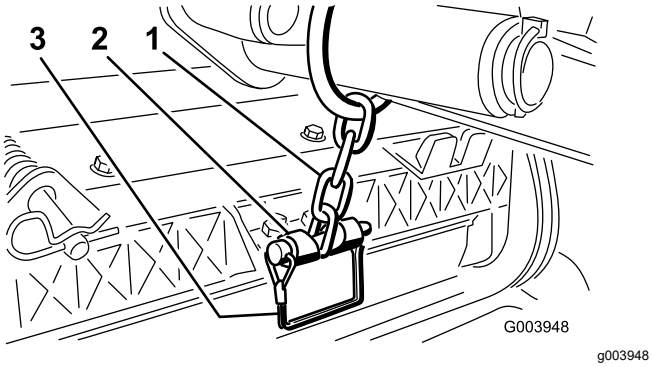

Rysunek 13
12. Przymocuj łańcuch ramienia podnoszącego do mocowania łańcucha za pomocą zamka (Rysunek 13).